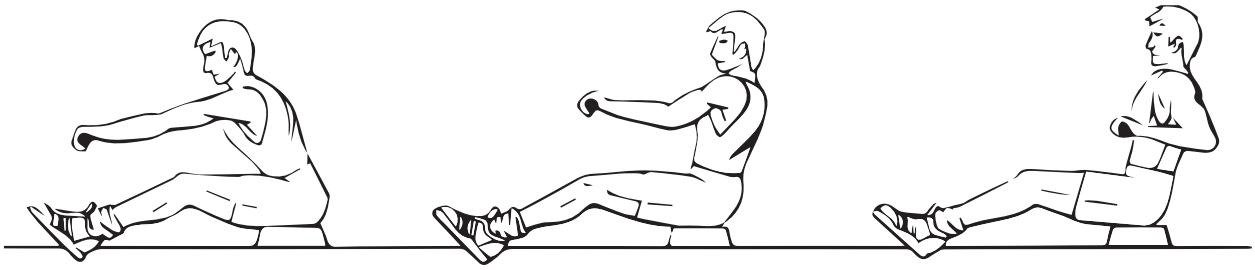

Fig. 4 Fig. 5 Fig. 6
- Siéntese como se muestra en la fig. 4 con las piernas estiradas, inclínese hacia delante y agarre al asa.